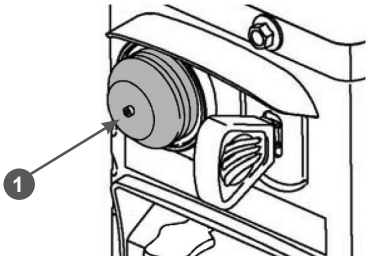

Рис. 34 Расположение ручного топливного насоса
7. Для запуска холодного двигателя нажмите 3 раза на ручной топливный насос 1 (Рис. 34).